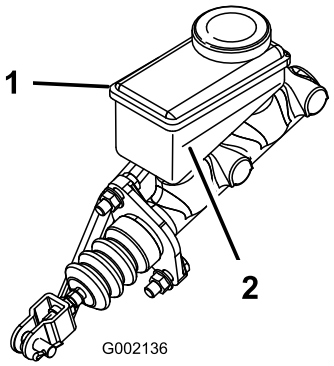

Rysunek 65
5. Spójrz na oznaczenia poziomu płynu z boku zbiornika (Rysunek 65).
B. Wlewaj płyn hamulcowy DOT 3 do zbiornika, aż poziom płynu znajdzie się powyżej linii poziomu minimalnego (Rysunek 65).